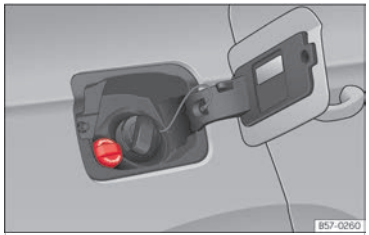

Fig. 221 Tapón de la boca de llenado del depósito de AdBlue®.
- Abra la tapa del depósito ››› **fig. 221**.
- Gire el tapón de cierre de la boca de llenado de SCR hacia la izquierda ››› fig. 221.